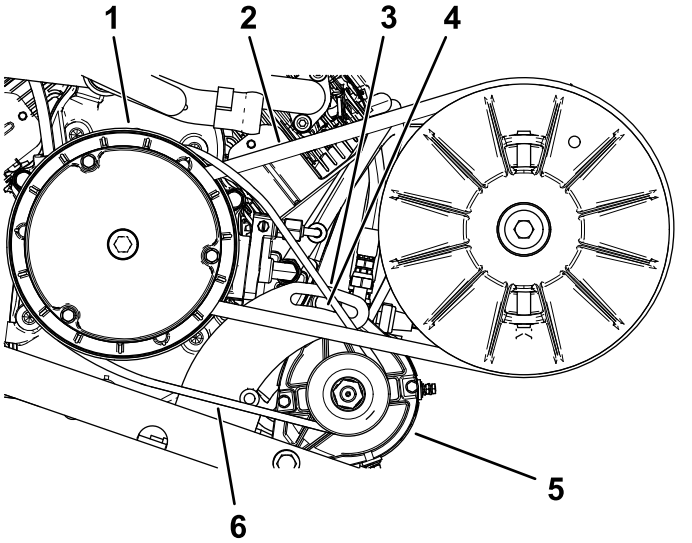

**Figura 71**
2. Afloje la tuerca del pivote del generador de arranque (Figura 71).
abajo en la ranura, hasta que la tensión de la correa solo permita una desviación de 6 mm con 44 N·m de fuerza (Figura 71).
5. Apriete la tuerca del pivote a mano y retire la palanca (Figura 71).